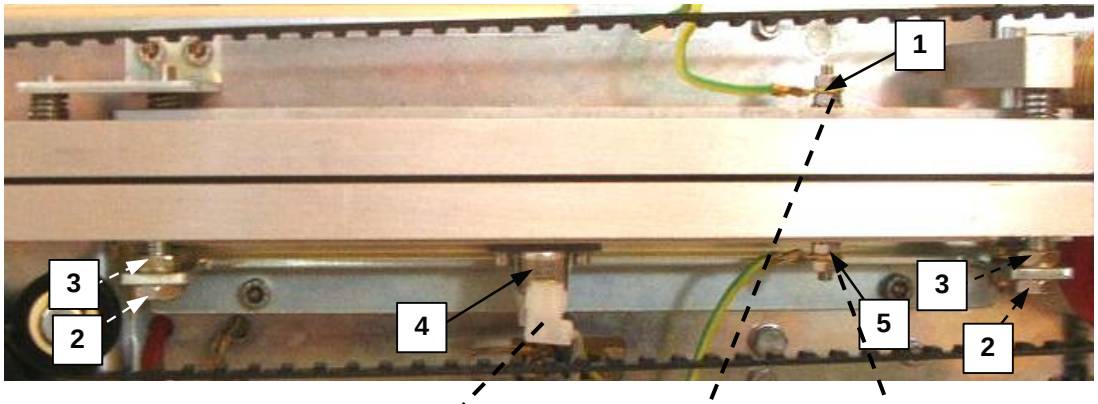
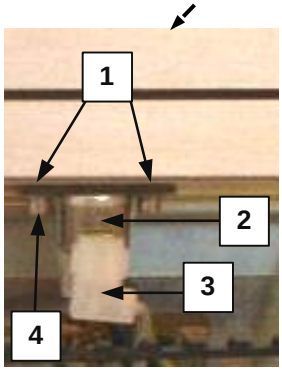

fig.5.10
fig.5.11 *(pos.4-fig.5.10)*
- scollegare i terminali (n.3-fig.5.11) del termostato di sicurezza (n.4-fig.5.10)
- svitare i due dadi autobloccanti inferiori *(n.2-fig.5.10)* che fissano la barra saldante inferiore alla traversa della macchina ed estrarre il gruppo saldante inferiore
***Non allentare i dadi di regolazione superiori (n.3-fig.5.10)***
- smontare il termostato di protezione (n.4-fig.5.10) dalla barra saldatura inferiore.
Quando viene rimontato il termostato di protezione, assicurarsi di aver rimontato le rondelle distanziatrici (n.1-fig.5.11) interposte tra la piastrina e la barra saldante inferiore.